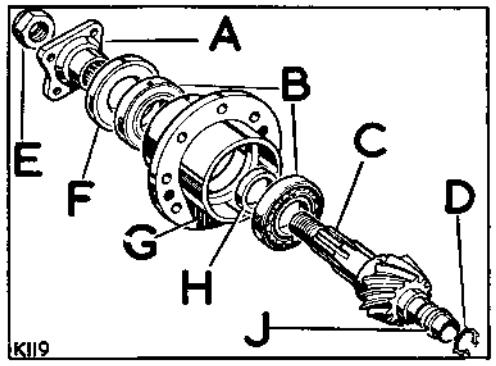

**Fig. E1-77. Bevelpinion, bearings and housing**
14. Fit the two bearing outer races, wide side first, into the bevel pinion housing. If removed, fit the mudshields to the pinion housing and driving flange. See Fig. E1-77.